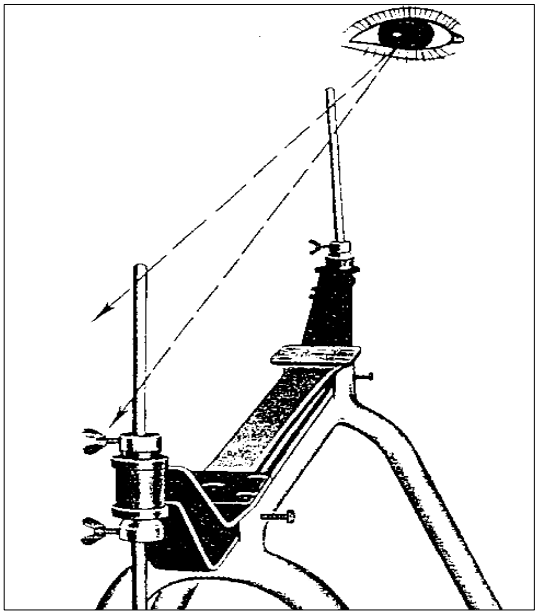

РИС. 297
2) Проверьте балку передней оси на изгиб в вертикальной плоскости. Для этого вставьте два оправки для рихтовки в отверстия поворотного шкворня с одной и другой стороны. Отцентрируйте оправки с помощью конусов и закрепите их (см. рис. 297). Если есть отклонения, отрихтуйте их начиная с несущей поверхности рессоры.